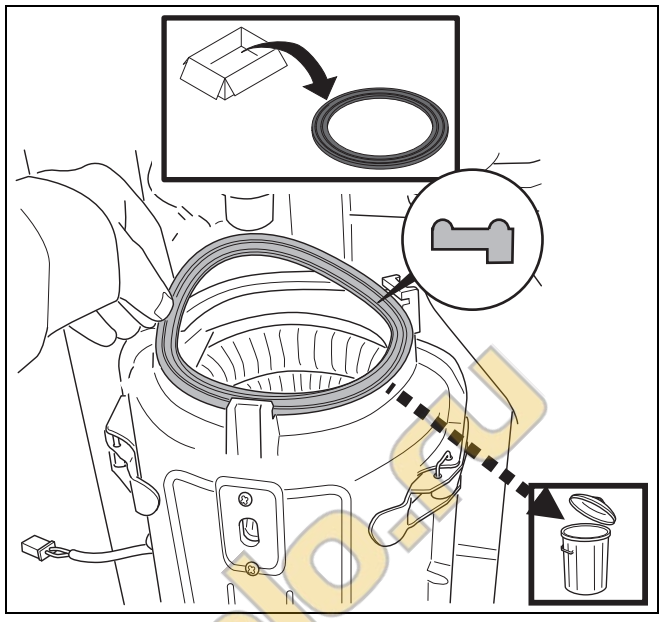

Рис. 50 Замена уплотнения горелки.
- уплотнение горелки (→ рис. 50),
- Удалите старое уплотнение горелки (→ рис. 50).